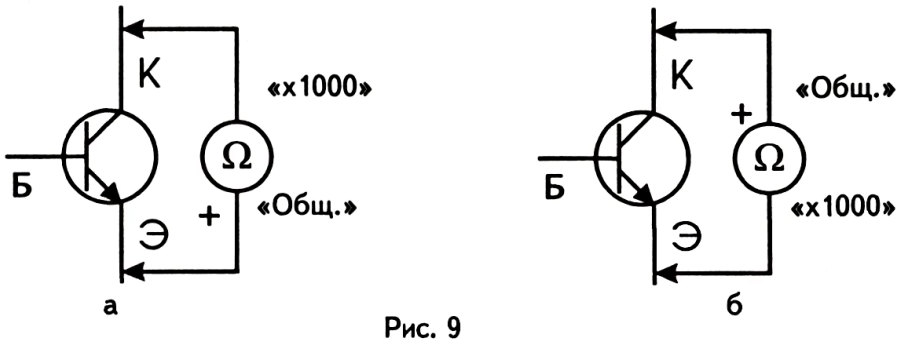

Рис. 9
2. Измерьте сопротивления этих же участков у *n-p-n*-транзистора (рис. 9, *а* и *б*).